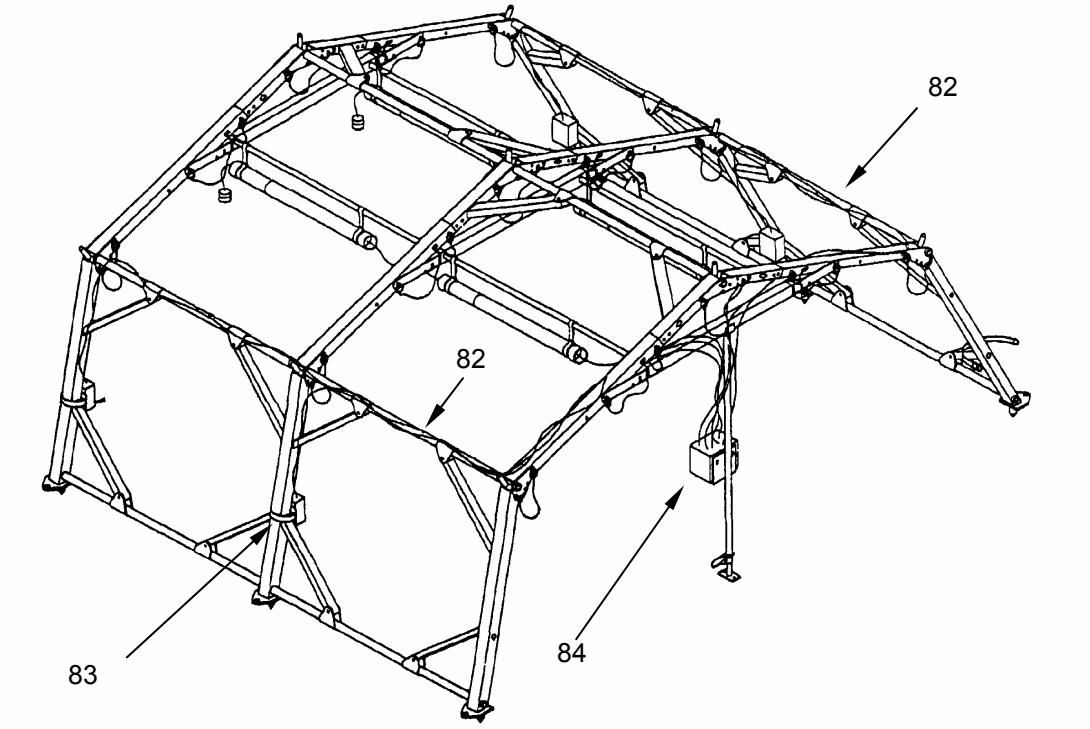

Figure 37. Install Power Distribution Panel, Electrical Cables, and Convenience Outlets.
1. Place the cables **(Figure 37, Item 82)** and convenience outlets **(Figure 37, Item 83)** in tent and connect cables to distribution box **(Figure 37, Item 84)** as shown.
2. Place power panel stand **(Figure 37, Item 85)** between liner and tent fabric at left entrance side of tent.
3. Disconnect quick release pin **(Figure 37, Item 11)** at the bottom of stand.
4. Extend outer column of stand to engage frame header in U-clamp **(Figure 37, Item 86)**.